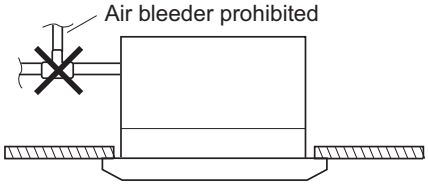

Fig. 2-59
- **Do not install an air bleeder as this may cause water to spray from the drain pipe outlet. (Fig. 2-59)**